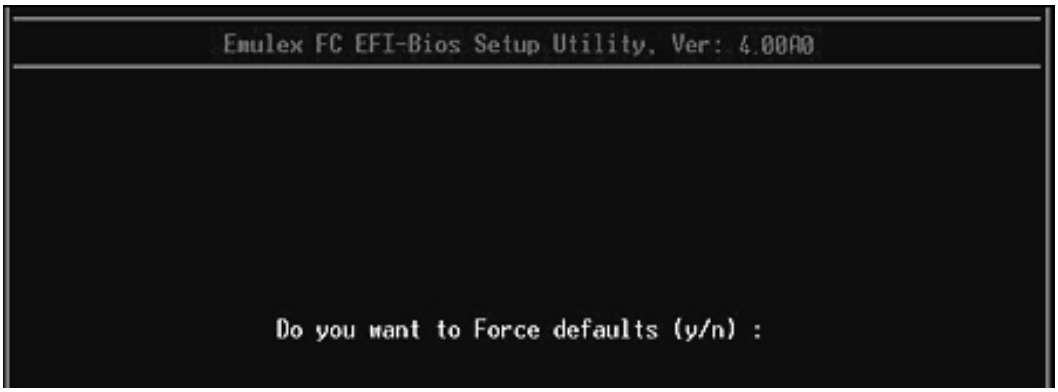

Figure 48: Force Defaults Dialog screen
1. On the EFI-BIOS Setup Utility menu (Figure 25) select **4. Reset to Default Values** and press **<Enter>**. The screen shown in Figure 48 is displayed.